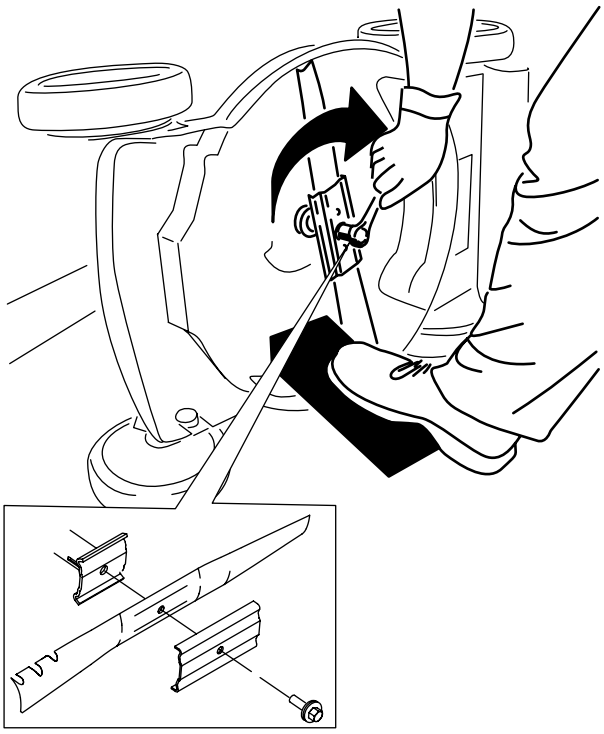

Figura 33
5. Instale la cuchilla nueva y todos los herrajes de montaje (Figura 33).